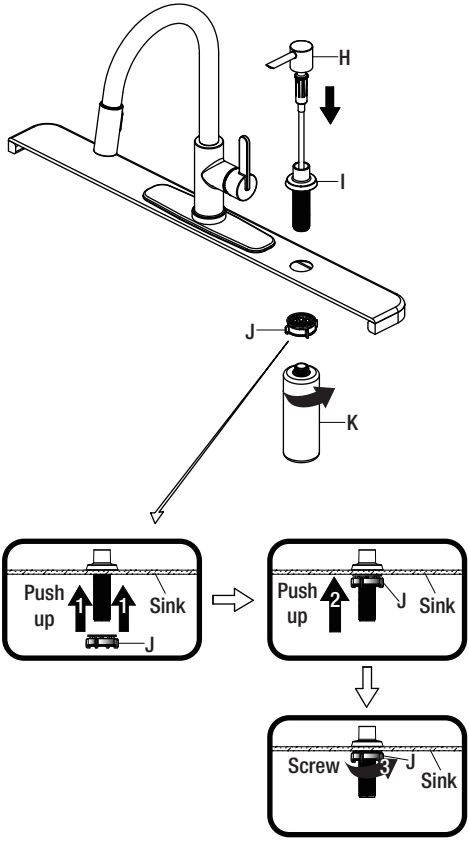

Fig 1
- Insert the soap assembly (I) through the selected hole in the sink. Secure the soap assembly to the sink with the soap dispenser mounting nut (J) provided. Push the soap dispenser mounting nut (J) up over the threads until it stops against the bottom of the sink, then hand turn (clockwise) to tighten (Fig 1).
- From under the sink, screw the soap bottle (K) onto the soap assembly (I) shank. Insert the soap pump (H) down into the soap assembly (I).